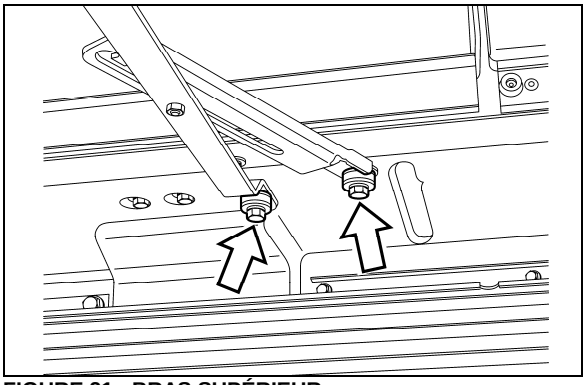

FIGURE 21 : BRAS SUPÉRIEUR
8. Ouvrir la porte du radiateur pour accéder à l'ensemble radiateur. Détacher le bras supérieur (Figure 21).